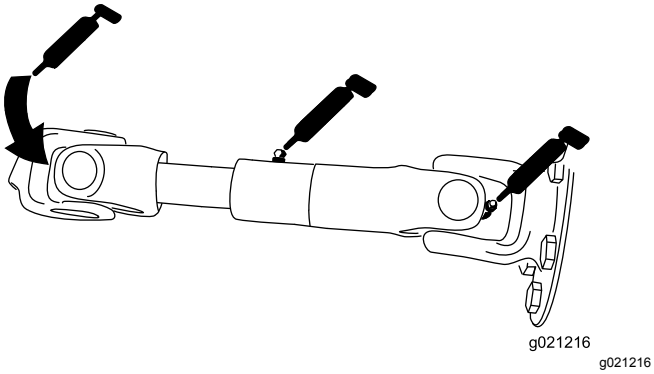

Figur 74
- Pumpens drivaksel (3) (Figur 74)